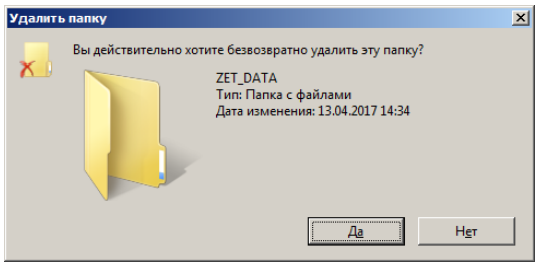

Рис. 2.13 Окно «Удалить папку»
- в открывшемся окне «Удалить папку» (*Рис. 2.13*) подтвердить удаление активировав кнопку «Да», после чего память виброметра будет полностью очищена;